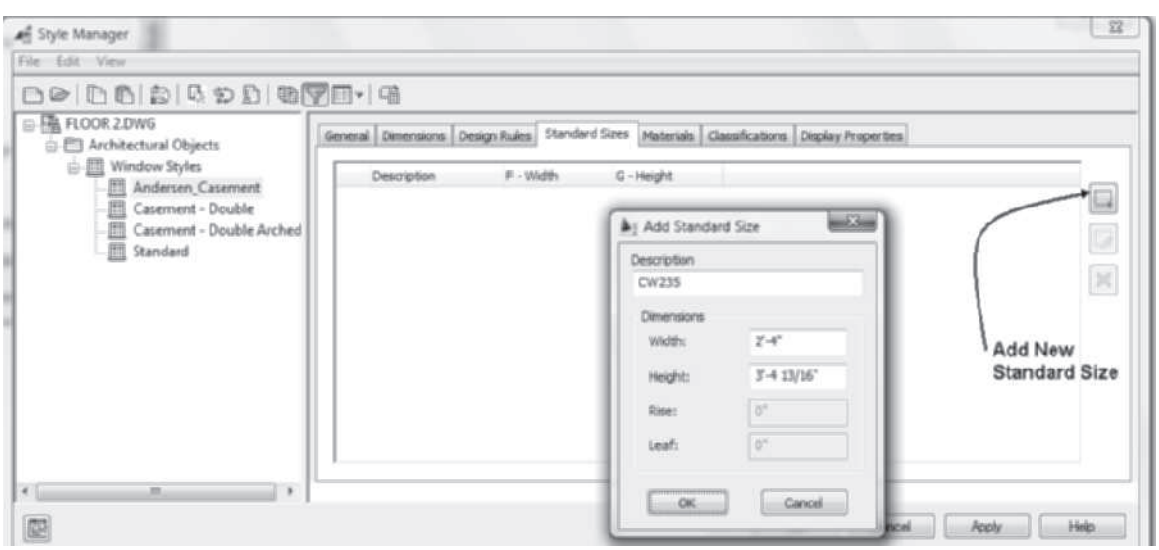

FIGURE 5.70 *Creating standard sizes for a window style*
18. Select the **Standard Sizes** tab, click the **Add New Standard Size** button, and edit the **Add Standard Size** dialog box shown in Figure 5.70 as follows: Description = **CW235**, Width = **2'–4" [700],** Height = **3'–4 13/16" [1050]**. Click **OK** to dismiss the **Add Standard Size** dialog box.